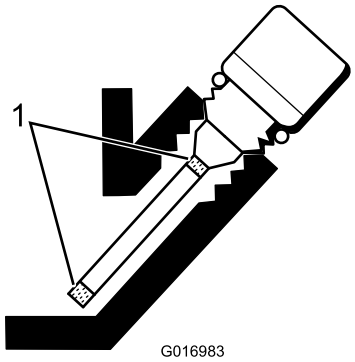

Figur 24
5. Hvis det er lite olje, tilsett kun nok olje til at nivået når opp mellom merkene på måleren (Figur 24).